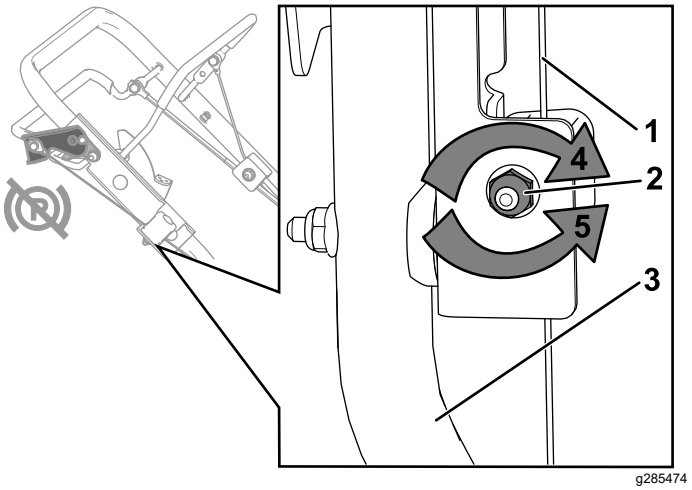

**Figure 51**
2. Tournez l'écrou de réglage dans le sens antihoraire pour desserrer le réglage du câble (Figure 51).
3. Ajustez la tension du câble (Figure 51) en tirant ou poussant la gaine, puis en la maintenant à cette position.